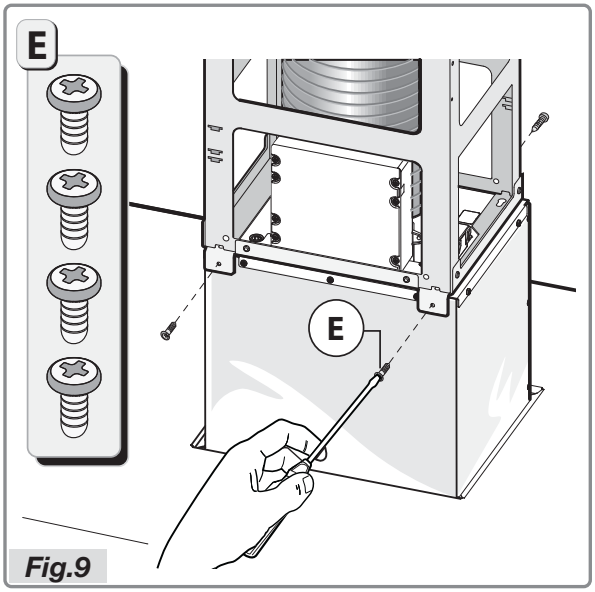

Fig.9
- Fixer la structure **C** à la bague du moteur avec les 4 vis **E** (Fig.9).